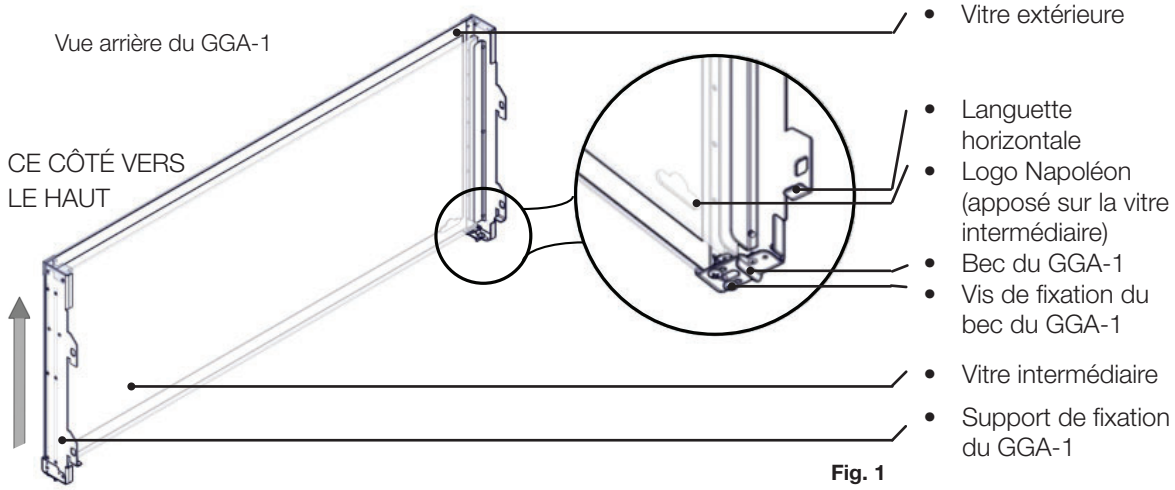

Fig. 1
2. Veillez à manipuler le GGA-1 comme sur l'illustration **(Fig. 1)** étant donné que la vitre intermédiaire flottante pourrait sortir de l'ensemble si celui-ci n'est pas manipulé correctement.